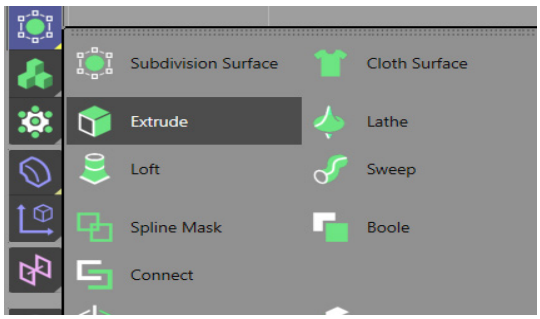

Figure 2-14 *Choosing* ***Extrude*** *from the flyout*
6. Press F1; the Perspective viewport is maximized. Press and hold the left mouse button on the **Subdivision Surface** tool in the Command Palette; a flyout is displayed. Next, choose **Extrude** from the flyout, as shown in Figure 2-14; *Extrude.1* is added to the Object Manager. Next, drag *keyhole* on *Extrude.1* in the Object Manager; *keyhole* is connected to *Extrude.1*.